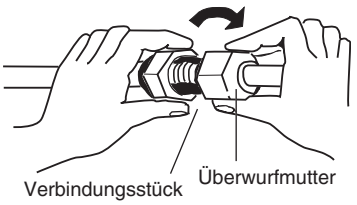

Abb. 5-5
(3) Um eine korrekte Verbindung zu gewährleisten, müssen Verbindungsleitung und die aufgeweitete Leitung in gerader Richtung zueinander positioniert werden; danach die Überwurfmutter zunächst locker aufschrauben, um eine einwandfreie Verbindung zu erhalten. (Abb. 5-5)